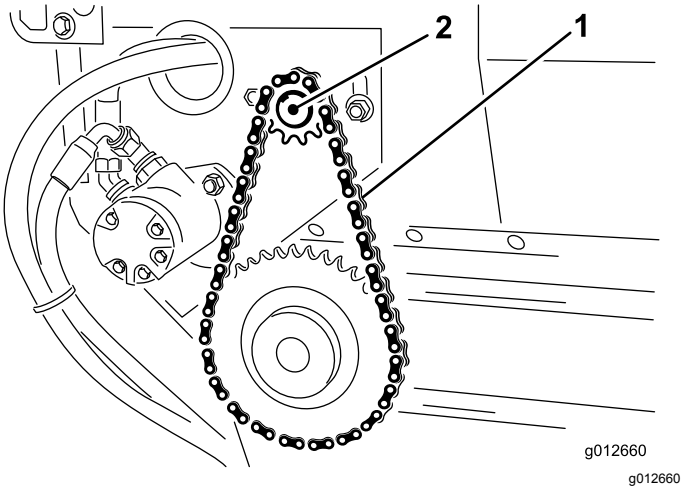

Figuur 19
3. Zet de bouten en moeren los waarmee de motor en de tandwielen aan het hoofdframe zijn bevestigd (Figuur 19).
4. Draai de motor en de tandwielen (Figuur 19) in de montagesleuven tot de ketting van de transportband een speling heeft van 3,2 mm.
5. Draai de bevestigingsbouten vast (Figuur 19).